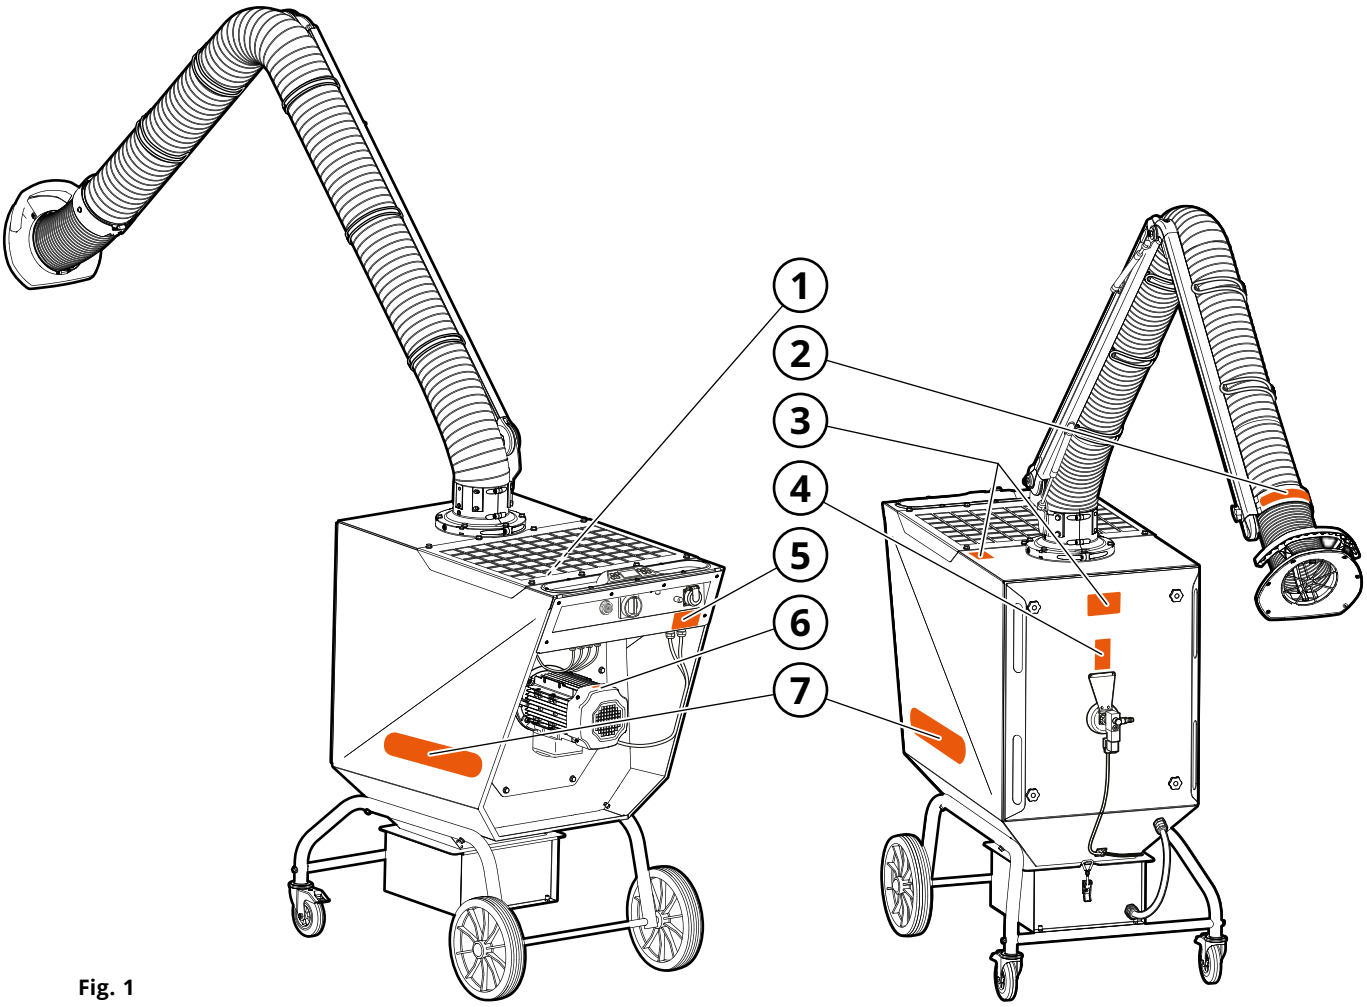

Fig. 1
According to **Fig. 1.**
Contaminated air is drawn in via the extraction arm (1, **Fig. 1**) to the dirty side of the machine (8), where the air is cleansed through the filter cartridge (9). The degree of filtering is ≥ 99% for smoke and dust contamination from the welding of high-alloy steels, such as steel with a nickel and chromium content of 30% or higher. The clean air is then drawn through the impeller (22) and discharged from the clean side of the filter unit (21) through the exhaust grate (4).
3. Check the rotational direction of the fan motor. The fan motor rotation direction is checked by starting the fan, then stopping the fan. When the speed decreases, you can see which way your engine rotates through the hood for the fan cooling (where the decal is located, according to **Fig. 1**, pos. 6).